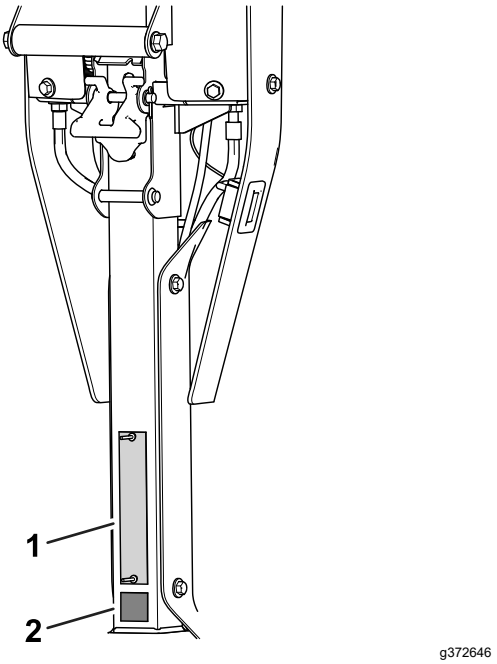

**Figuur 6**
- Breng de CE-sticker aan onder het plaatje met het serienummer (Figuur 6).